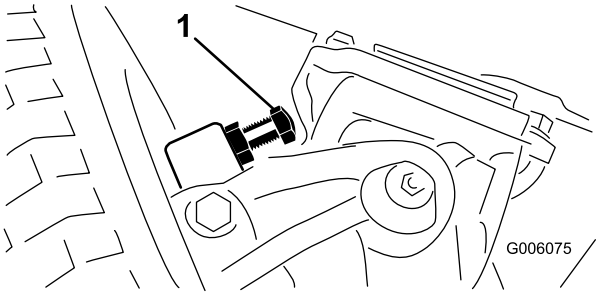

**Figuur 60**
1. Draai de bouten in of uit totdat de afstand 2,3 mm bedraagt (Figuur 60).